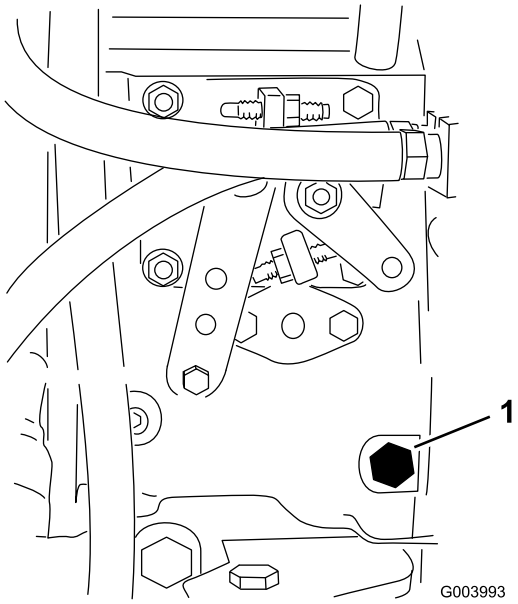

Figur 40
3. Öppna avluftarskruven på insprutningspumpen (Figur 40) med en 12 mm nyckel.